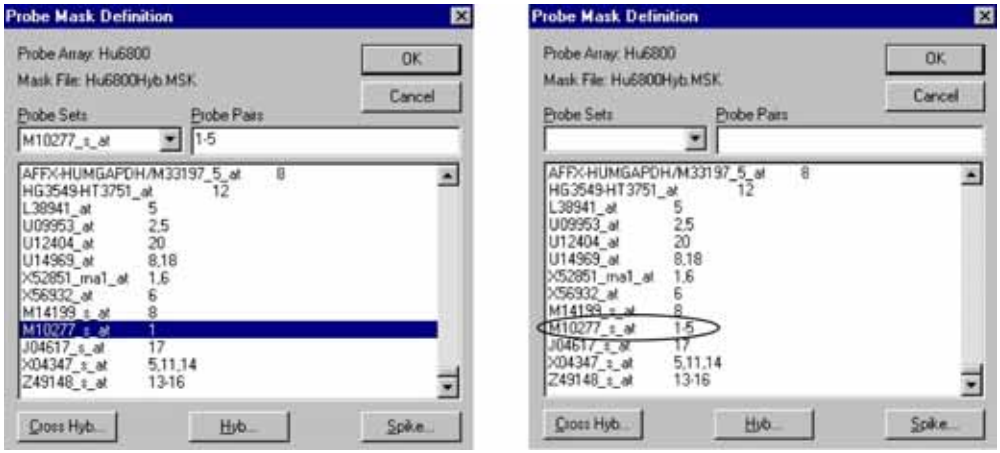

Figure G.31
⇒ The **Probe Sets** box and **Probe Pairs** box automatically display the selection **(Figure G.31)**.
4. Edit or delete the entry in the **Probe Pairs** box, then click the lower box to update the list of probe pairs **(Figure G.31)**.